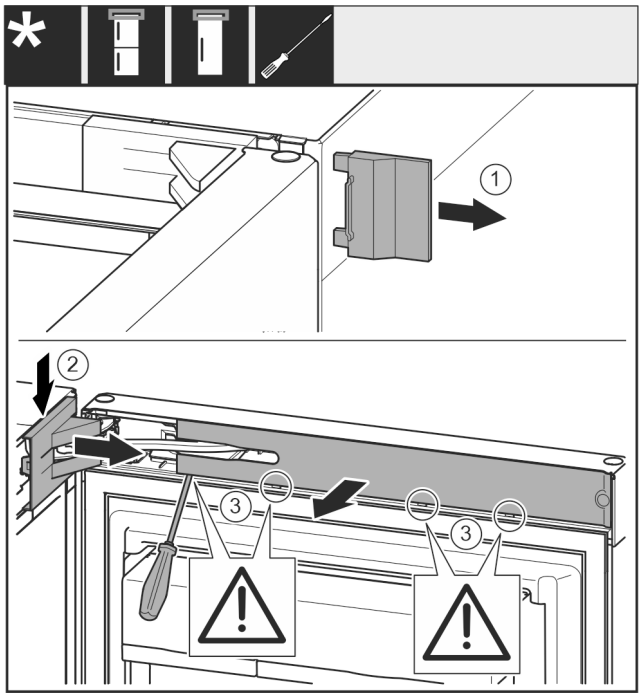

*Fig. 9*
▶ Afdekking *Fig. 9 (1)* wegnemen.
- ▶ Lagerbokafdekking *Fig. 9 (2)* ontgrendelen en losmaken.
- ▶ Lagerbokafdekking *Fig. 9 (2)* wegnemen.
- ▶ Paneel *Fig. 9 (3)* met een platte schroevendraaier ontgrendelen en opzij draaien.